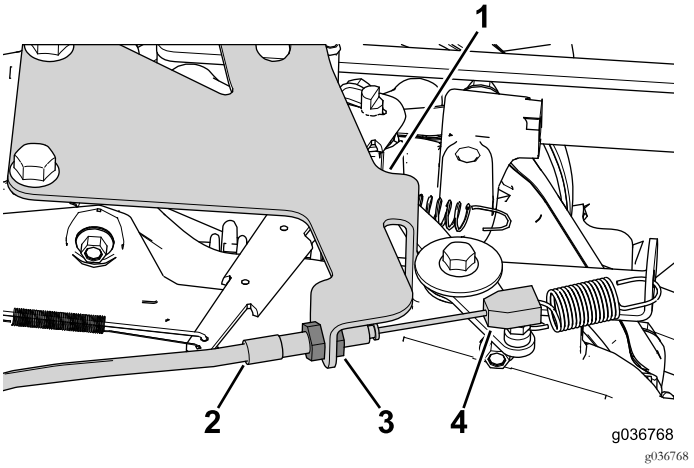

Figur 33
1. Använd kontramuttrarna på vajern för att justera och sätta fast vajern på fästet (Figur 33).